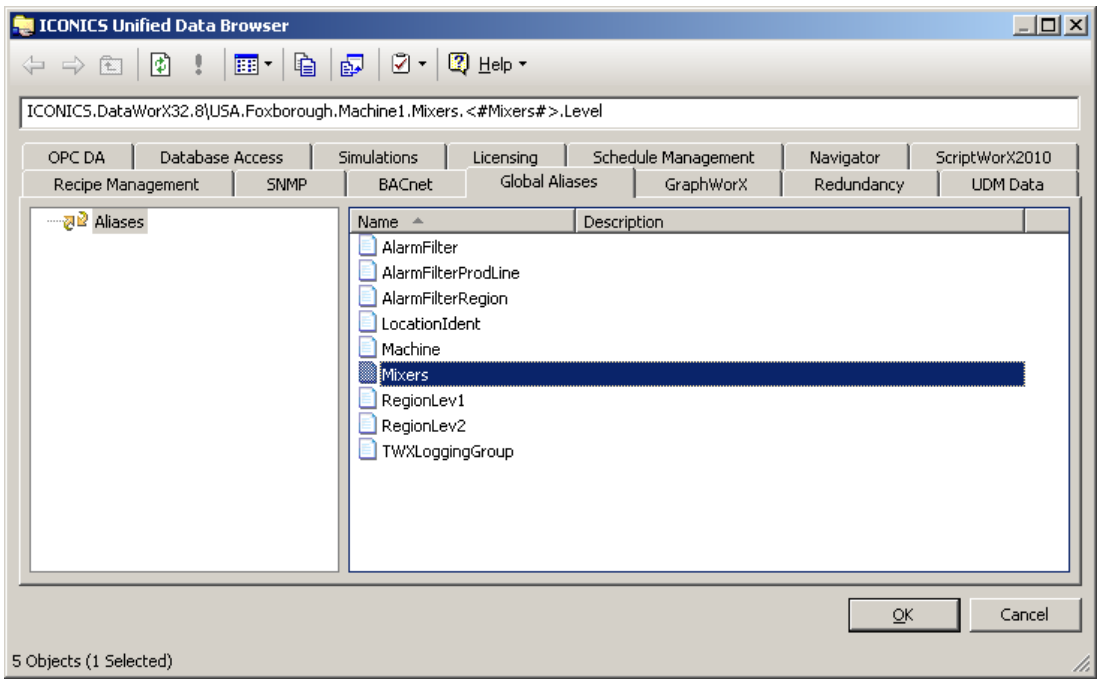

Figure L13.21 - Inserting the Global Alias Part in the Tag
32. Select Mixers on the right-hand pane. The selected MixerA will be replaced by the global alias, as depicted in Figure L13.21.